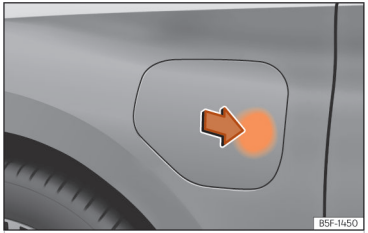

Abb. 57 Öffnung der Batterieladeklappe.
- Drücken Sie bei entriegeltem Fahrzeug auf den gekennzeichneten Bereich der Batterieladeklappe, um diese zu öffnen **››› (Abb. 57)**.